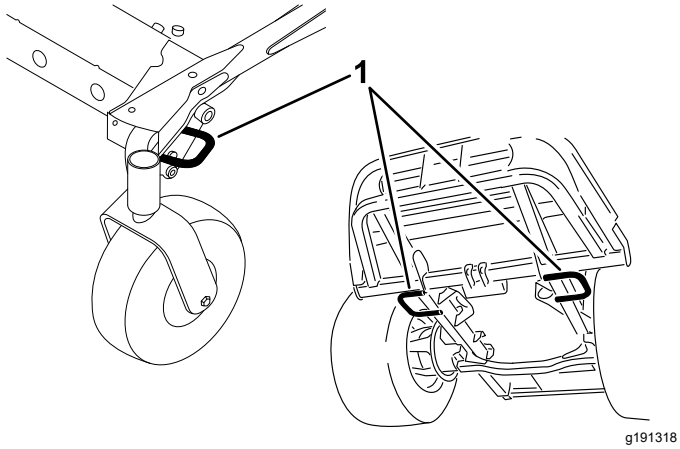

Figur 27
5. Bruk festebøylene på maskinen for å feste den sikkert til tilhengeren eller lastebilen med stropper, kjettinger, vaier eller tau (Figur 27).